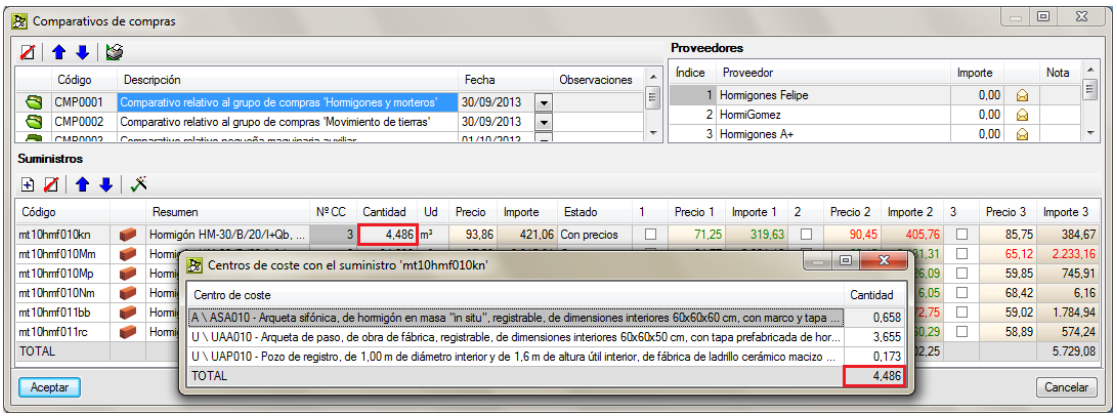

Fig. 3.63
- En la parte inferior se muestra la lista de suministros vinculados al comparativo seleccionado. Cada línea se compone con el código que identifica al suministro en la base de datos, un icono representativo del tipo de naturaleza del concepto simple, un resumen del suministro, información sobre el número de centros de coste donde se emplea columna **Nº CC.** En esta columna, si se hace un doble clic con el ratón sobre la celda correspondiente al suministro aparece la ventana **Centros de coste con el suministro…** Fig. 3.63 donde se muestra en una lista los centros de coste donde se emplea el suministro y su cantidad detallada empleada. Siguiendo con el contenido de la línea del suministro se muestra la cantidad a comprar del suministro o la cantidad necesaria del suministro en la obra. Esta cantidad es editable por si se quiere contratar mayor cantidad de la que se tiene como referencia*. La unidad de medida del suministro, el precio de referencia* e importe de referencia en caso de que no se haya modificado la cantidad de referencia.